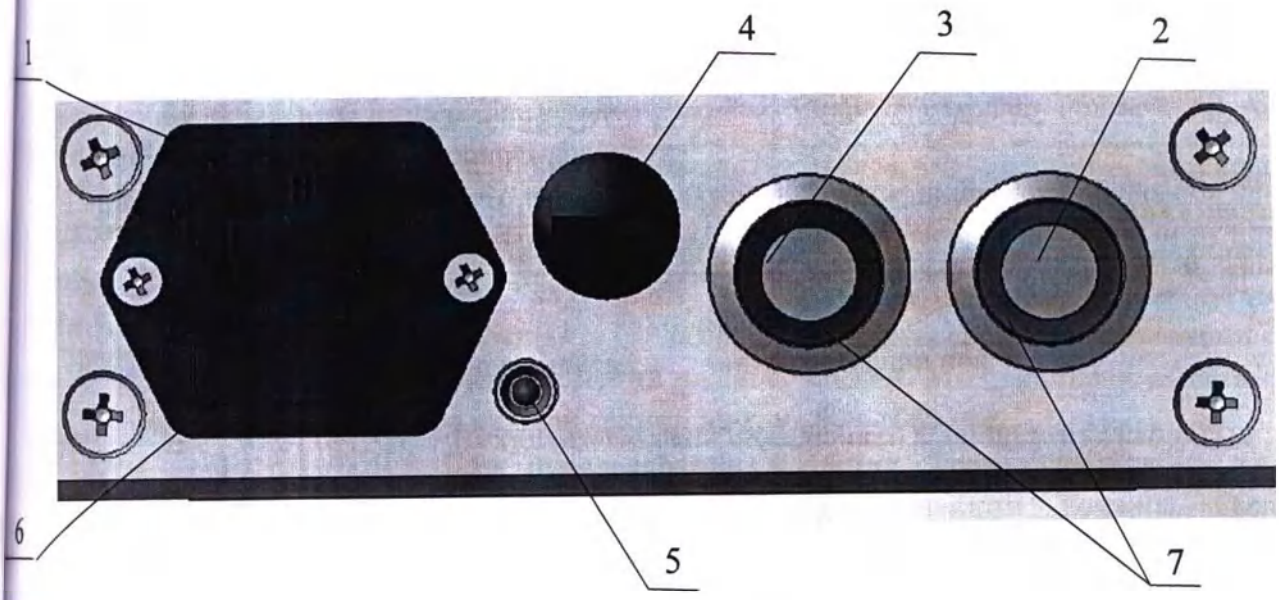

Рисунок 5. Панель питания.
9.5 В держатель предохранителя 4, расположенный на панели питания (Рисунок 5) установите предохранитель 15А. Для этого необходимо снять крышку держателя предохранителя, открутив ее в направлении против часовой стрелки, установить предохранитель и закрутить крышку в обратном направлении.
9.7 На панели питания (Рисунок 5) нажмите кнопку 3. При этом загорится светодиодный индикатор 7. Стол готов к работе.
10.1.1 Для включения пульта нажмите и удерживайте 3 секунды кнопку 1 «OFF/ON» (Рисунок 6) пульта управления. На экране отображается логотип «МЕДИН», индикатор зарядки аккумуляторной батареи 19, индикатор положения пациента 21 и индикатор проводной связи пульта с системой управления 20. При включении пульта индикатор аккумуляторной батареи 19 (Рисунок 6) должен гореть зеленым цветом. Он отображает степень зарядки батареи. При полной разрядке батареи индикатор горит красным цветом. Раздается прерывистый звуковой сигнал и появляется сообщение «Батарея разряжена». При разряженных батареях вставьте один конец съёмного шнура питания в разъём 1 (Рисунок 5), а второй – в сеть питания ~(230±23)В, (50±0,1) Гц
⚠	**Внимание! Зарядка аккумуляторных батарей стола должна проводиться при включенном столе. При этом должны гореть оба светодиодных индикатора 7 и светодиодный индикатор 5 (Рисунок 5), индикаторы 12 на пультах мигают зеленым цветом (если пульт включен) (Рисунки 6, 7). Если индикаторы 7 не горят, нажмите кнопку 3 на панели питания (Рисунок 5).**